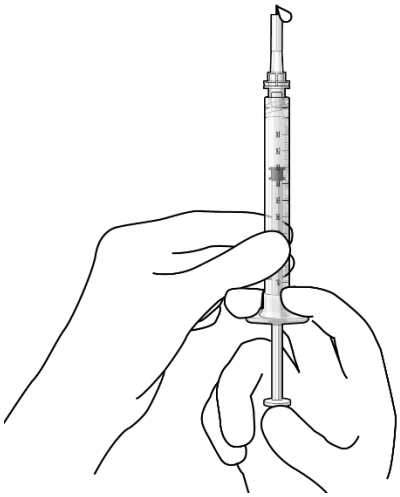

Figure 17
- Slowly push the plunger rod just until all air is expelled from the syringe and needle, and a drop of drug solution is seen at the needle tip (Figure 17).